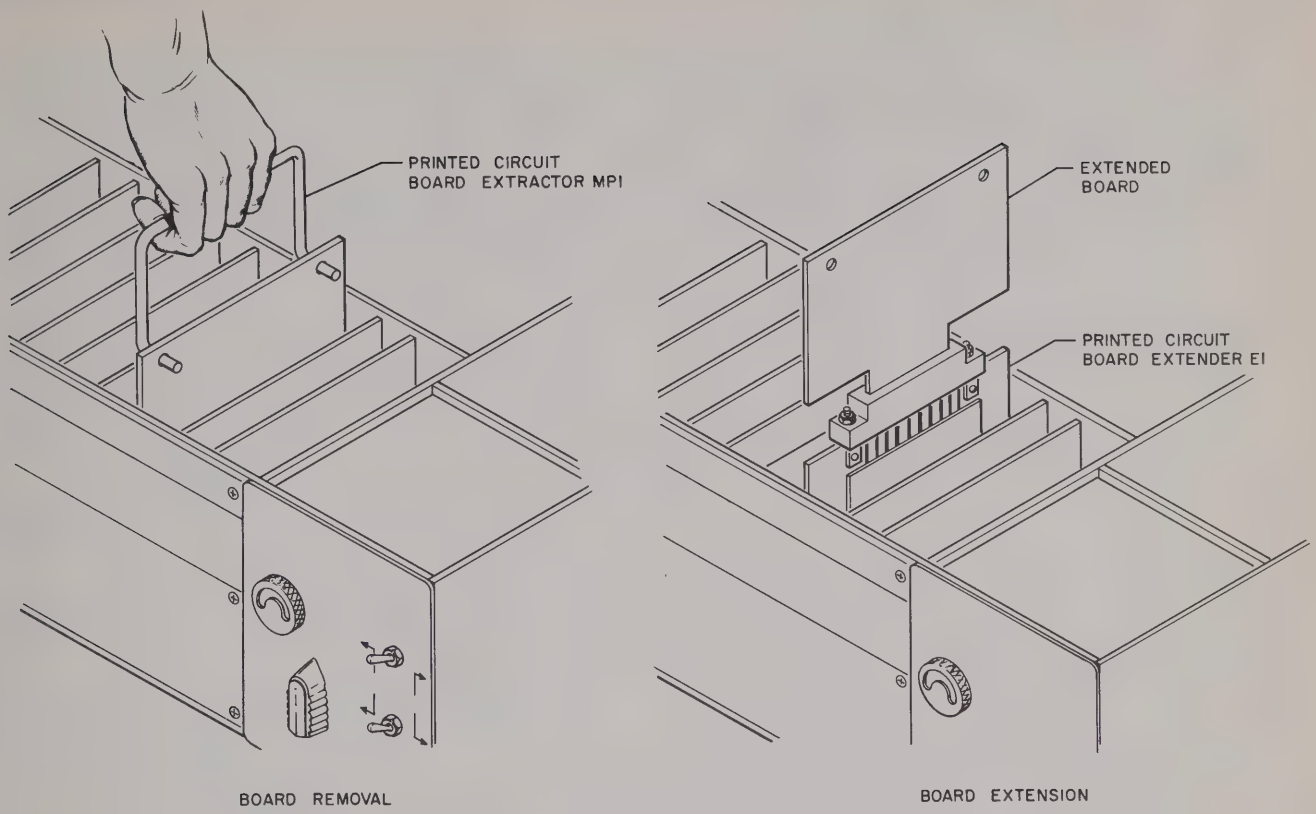

Figure 5-1. Printed Circuit Board Removal and Extension
c. EXTENDING PRINTED-CIRCUIT BOARDS.— In order to gain access to all adjustments, test points and parts, certain printed-circuit boards must be extended. For this purpose, a printed-circuit board extender is supplied. When extended, all parts of the printed-circuit board are exposed while electrical connection is maintained. Refer to figure 5-1 and proceed as follows: